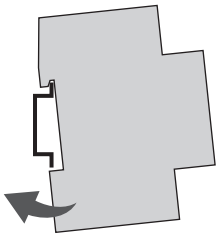

Fig. 4: Montaje en carril DIN
1. Coloque el interruptor horario de carril DIN desde arriba en el carril DIN (Fig. 4) y apriete hacia atrás hasta que quede encajado.